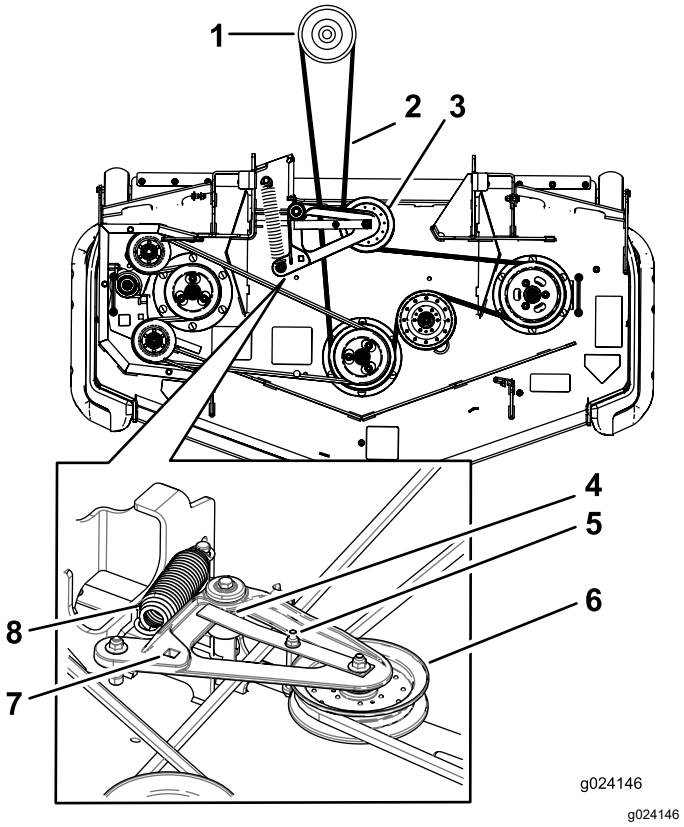

Figur 91
6. Brug en skralde i det firkantede hul i styrearmen for at fjerne spændingen på styrefjederen (Figur 91).
8. Før den nye rem rundt om plæneklipperens remskiver og koblingsremskiven under motoren (Figur 91).
9. Rotér og sørg for, at tappen på remstyret slår mod drejenavet (Figur 91).
10. Brug skralden i det firkantede hul til at montere remmen rundt om den fjederbelastede styreremskive (Figur 91). Anbring fjederenderne i forankringsrillerne.